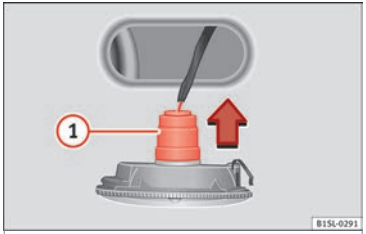

Fig. 154 Side turn signal: Changing the bulbs.
2. Remove the side turn signal from the chassis by leverage (2).
3. Remove the bulb holder with the bulb in the direction of the arrow ››› **Fig. 154** (1).